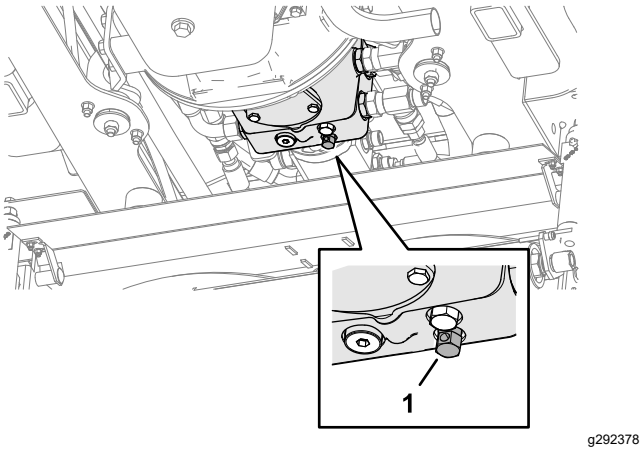

**Figur 43**
1. Frigør det hydrauliske driftsbremsningssystem ved at dreje omløbsventilen, der sidder under transmissionspumpen, maks. tre omdrejninger mod uret (Figur 43).